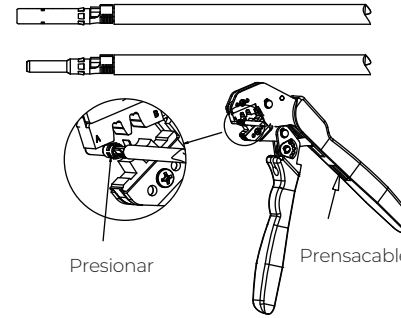

Figura 6.12.2
Paso 3: Inserte los cables de alimentación positivo y negativo en los terminales metálicos positivo y negativo por separado. Apriételos firmemente para asegurarse de que el cable no pueda salirse. Consulte la Figura 6-12-2.